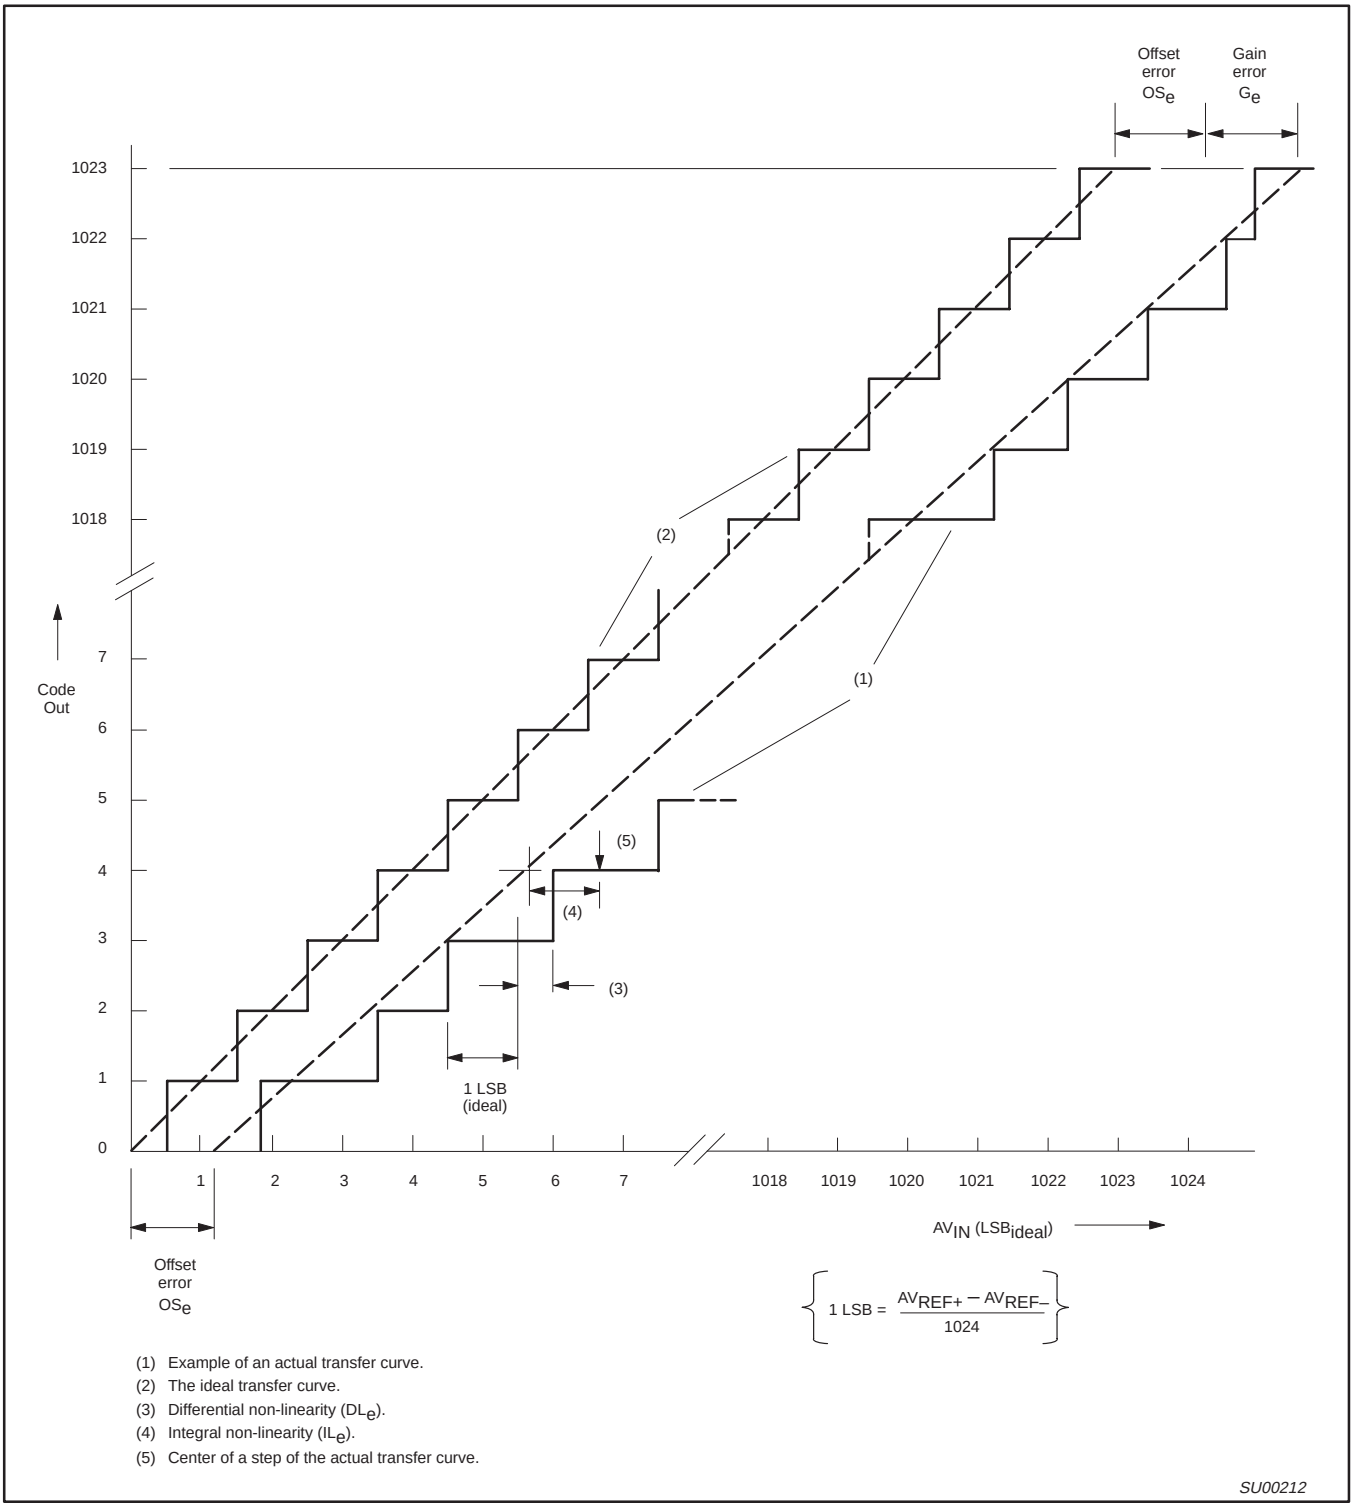

Figure 47. ADC Conversion Characteristic
11. The differential non-linearity (DL_e) is the difference between the actual step width and the ideal step width. (See Figure 47.)
13. The integral non-linearity (IL_e) is the peak difference between the center of the steps of the actual and the ideal transfer curve after appropriate adjustment of gain and offset error. (See Figure 47.)
14. The offset error (OS_e) is the absolute difference between the straight line which fits the actual transfer curve, and a straight line which fits the ideal transfer curve. (See Figure 47.)
15. The gain error (G_e) is the relative difference in percent between the straight line fitting the actual transfer curve (after removing offset error), and the straight line which fits the ideal transfer curve. Gain error is constant at every point on the transfer curve. (See Figure 47.)